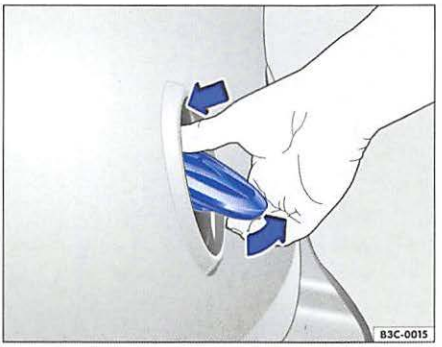

Fig. 31 Rear lid: unlocking rear lid
– Press on the top of the Volkswagen emblem with your thumb ⇒ fig. 31 and pull the emblem out at the bottom. Reach under the emblem with your hand and open the rear lid.